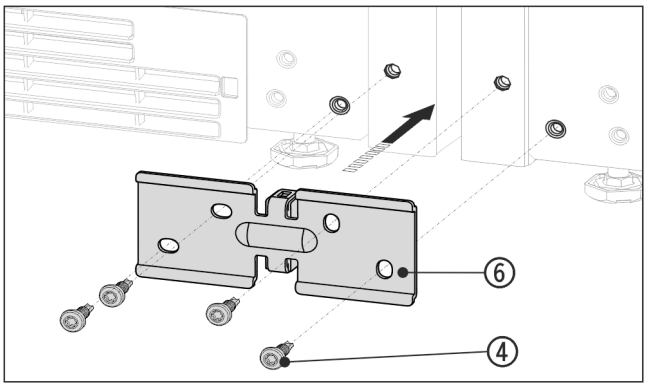

Fig. 15 Reprezentare exemplificativă
▶ Împingeți vinclul *Fig. 15 (6)* cu piesa de distanțare între aparate și prindeți-o cu 4 șuruburi *Fig. 15 (4)* fără a strânge.